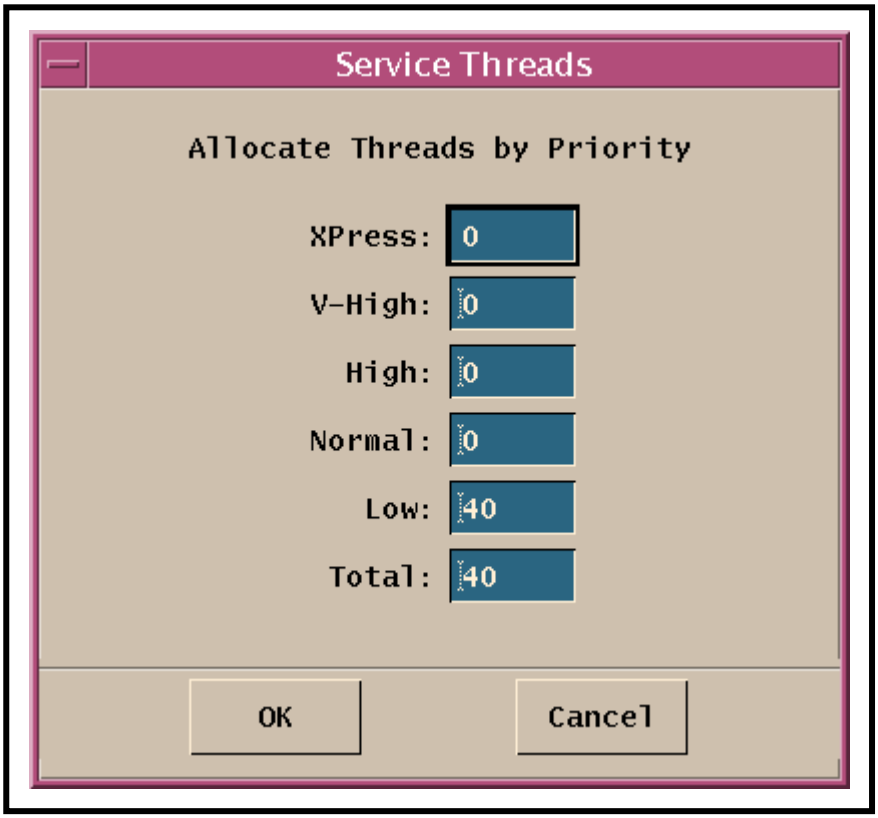

Figure 108. Service Threads: Allocate by Priority Window
- The appropriate **Allocate by Priority** window [e.g., the **Service Threads: Allocate by Priority** window (Figure 108)] is displayed.
- The **Cache Manager Server Configuration** dialogue box (Figure 108) is displayed.